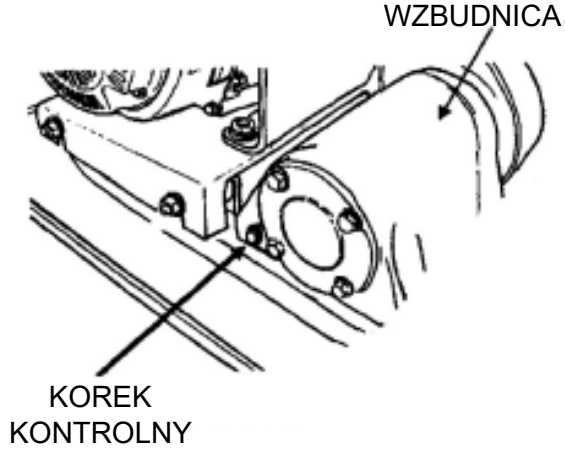

Rys. 17
3. Podczas wymiany oleju z wzbudnicy należy odkręcić korek spustowy (rys. 17), a następnie przechylić zagęszczarkę w celu opróżnienia oleju.